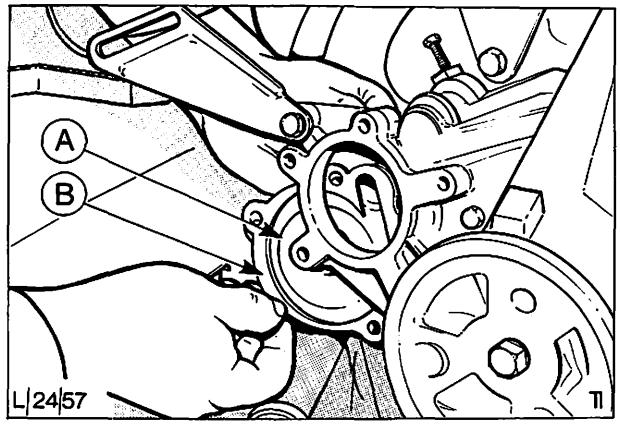

Abb. 42 Hinteren Gehäusedeckel – Wasserpumpe mit neuer Dichtung montieren
4. Hinteren Gehäusedeckel – Wasserpumpe mit neuer Dichtung an Stirnraddeckel montieren, Abb. 42.